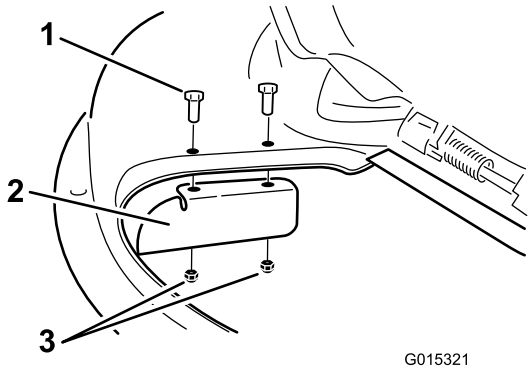

Figur 31
9. Montera kantskärmen på klämenhetens stolpar. Figur 31. Säkra skärmen på klipparen med hjälp av de två låsmuttrarna (5/16 tum).